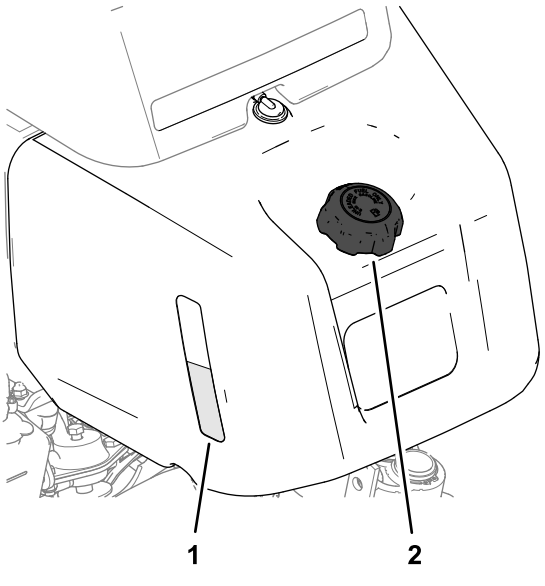
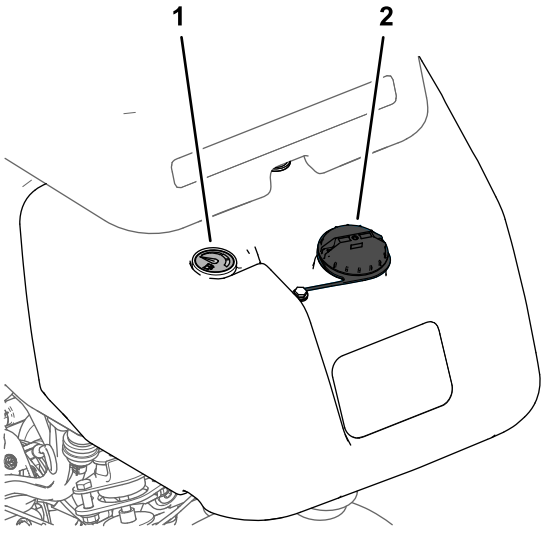

Rysunek 20
Rysunek 21
1. Oczyść obszar wokół korka wlewu paliwa i odkręć korek (Rysunek 20 lub Rysunek 21).